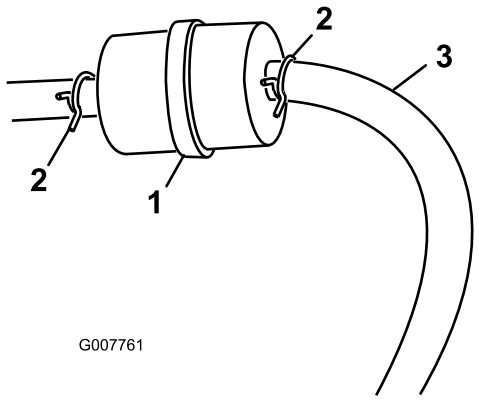

Figur 25
3. Kläm ihop ändarna på slangklämmorna och dra bort dem från filtret (Figur 25).
5. Montera ett nytt filter och för tillbaka slangklämmorna tätt intill filtret igen (Figur 25).
3. Lossa slangklämman vid bränslefiltret och skjut den uppåt längs bränsleslangen, bort från filtret (Figur 25).
4. Koppla loss bränsleslangen från bränslefiltret (Figur 25).
Obs: Låt bensinen rinna ned i en bränsledunk eller ett avtappningskärl (Figur 25).
5. Sätt bränsleslangen på bränslefiltret. Dra tillbaka slangklämman intill filtret för att säkra bränsleslangen (Figur 25).